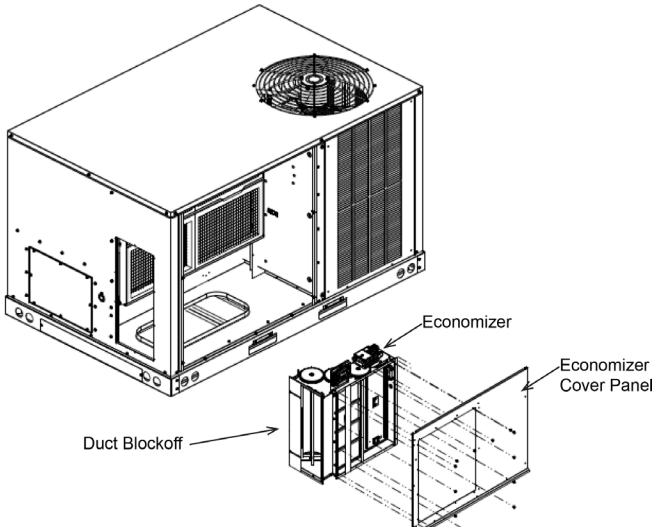

Figure 7 – Side Economizer Into Unit
5. Place economizer in return air section of unit aligned with the horizontal duct opening (see Figure 7).
6. Install the economizer cover panel using the screws removed in step 3. The holes in the economizer should line up with the holes in the cover panel (see Figure 7).